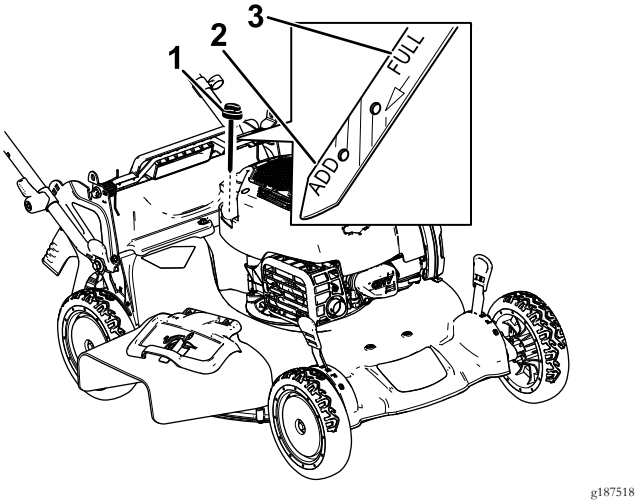

Figur 28
3. Fjern målepinden ved at dreje dækslet mod uret og trække den ud (Figur 28).
10. Aflæs oliestanden på målepinden (Figur 28).